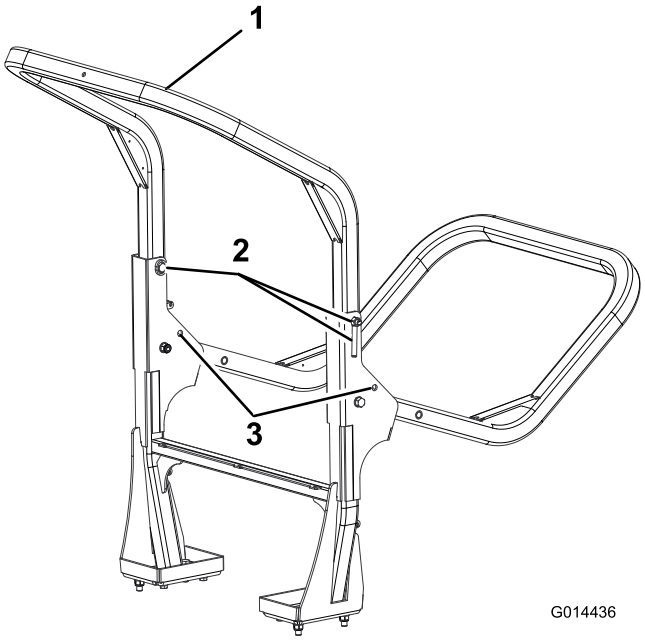

Figur 46
2. Stötta den övre ramens vikt samtidigt som du tar bort handmuttrarna, brickorna och fästbultarna från tappfästena (Figur 46).